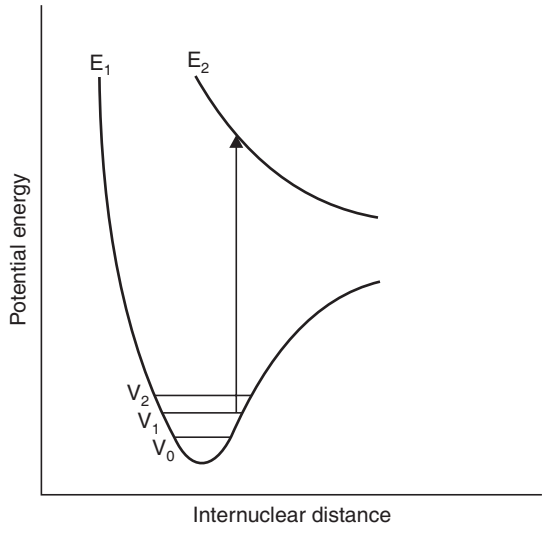

Fig. 25.3 Promotion to a dissociative state results in bond cleavage.
(3) In some cases as in Fig. 25.3, the excited state entirely leads to dissociation. *E.g.,* is the $\sigma - \sigma^*$ promotion in hydrogen molecule leading to cleavage. The photolytic cleavage may break the molecule into two smaller molecules or into free radicals. Free radicals behave in a similar way like free radicals produced in other processes, except that the former are in excited state. Rarely the molecule breaks into two ions.